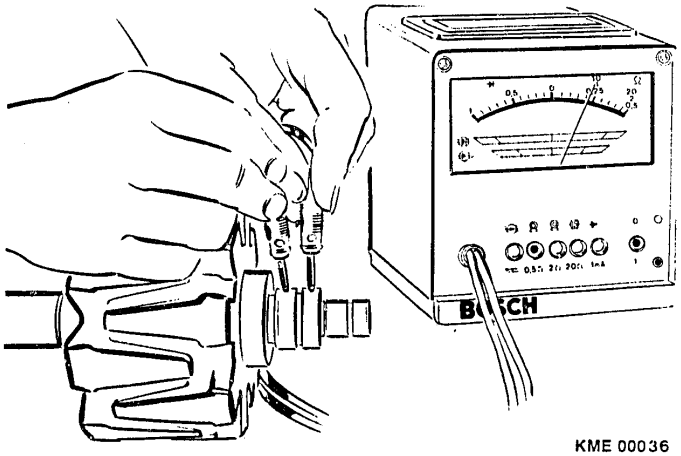

Figure 21 Rotor Resistance Testing
1. Using electric tester ETE 014.00 or Multimeter MMD 302, measure the resistance between the two collector rings of the rotor. The resistance measured should be between 7.5 and 8.3 ˜. (Figure 21)